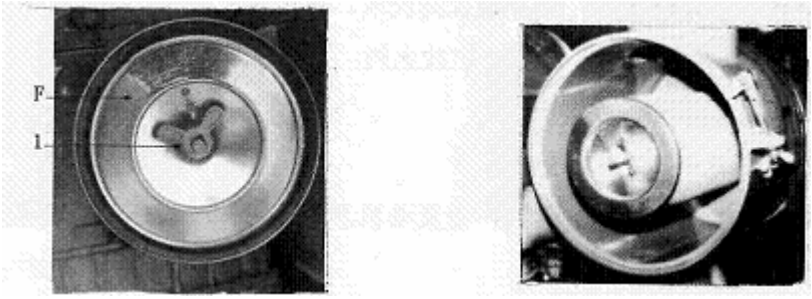

Рис. 5-27
1) Снять крыльчатую гайку 1 и вынуть внешний элемент 2. (Рис. 5-27).